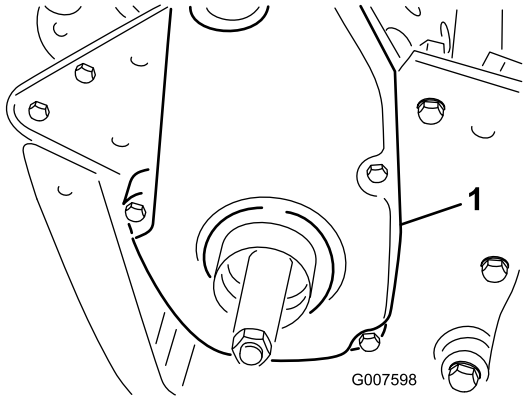

Figur 37
6. Fjern det bakre remdekslet fra maskinens høyre side (Figur 37).